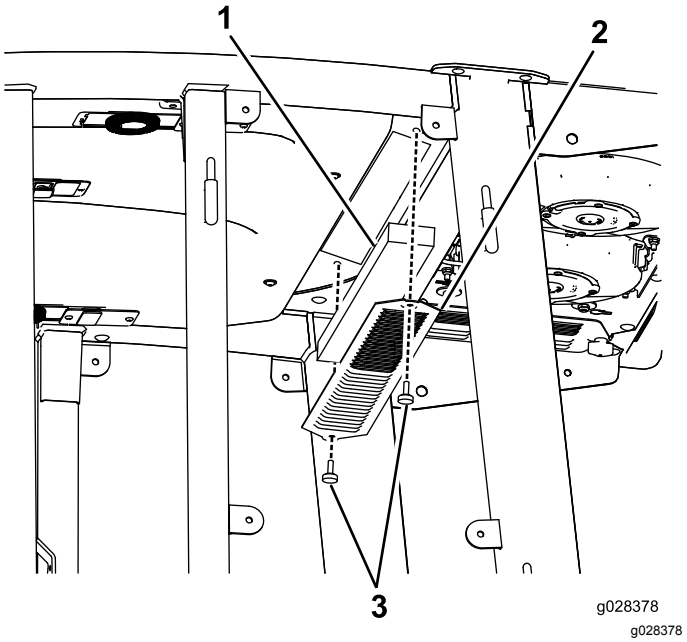
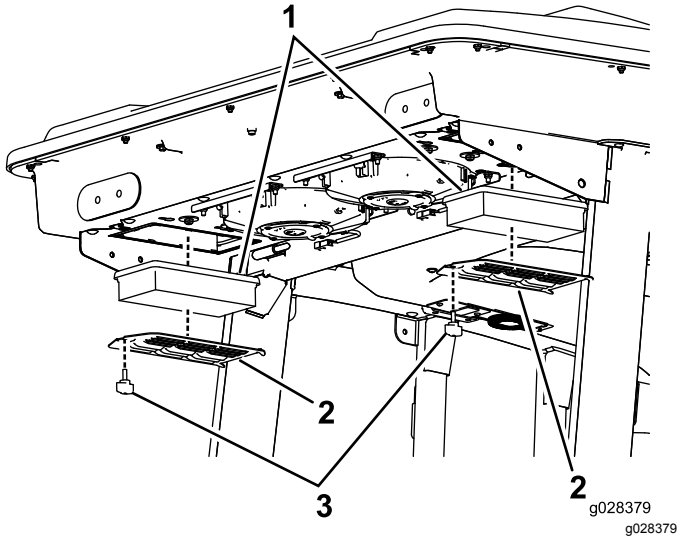
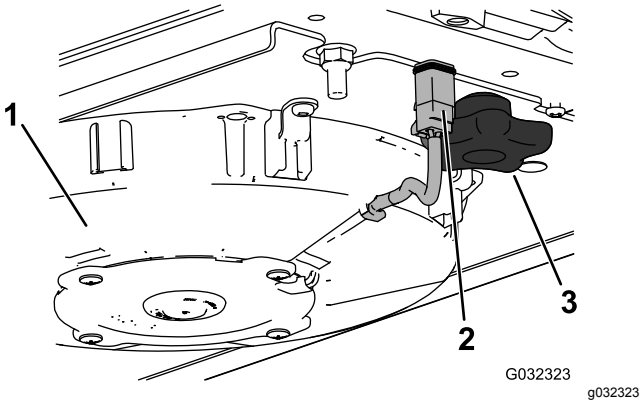
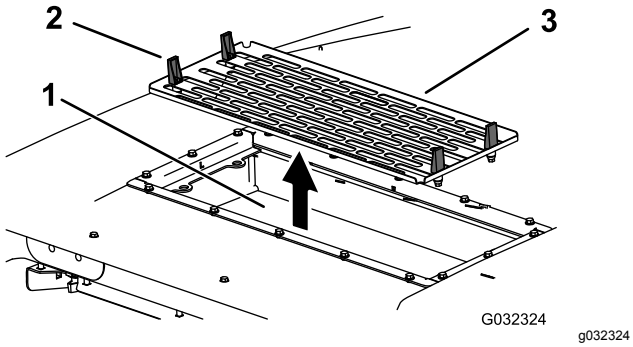

Figur 93
Figur 94
Figur 96
Figur 97
1. Ta ut skruene og fjern ristene over luftfiltrene både inni og bak førerhuset (Figur 93 og Figur 94).
5. Fjern luftfiltrene (se Figur 94).
7. Monter luftfiltrene, skjermen og vifteenheten (Figur 94, Figur 96 og Figur 97).
8. Koble til kabelen for hver vifte (Figur 96).